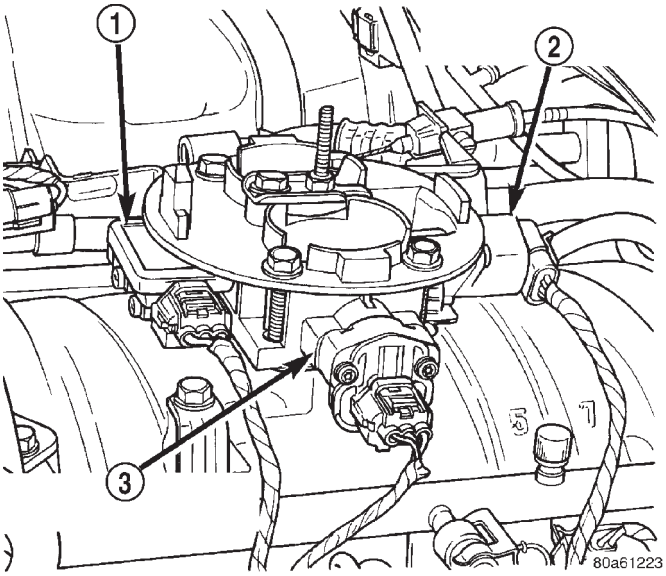
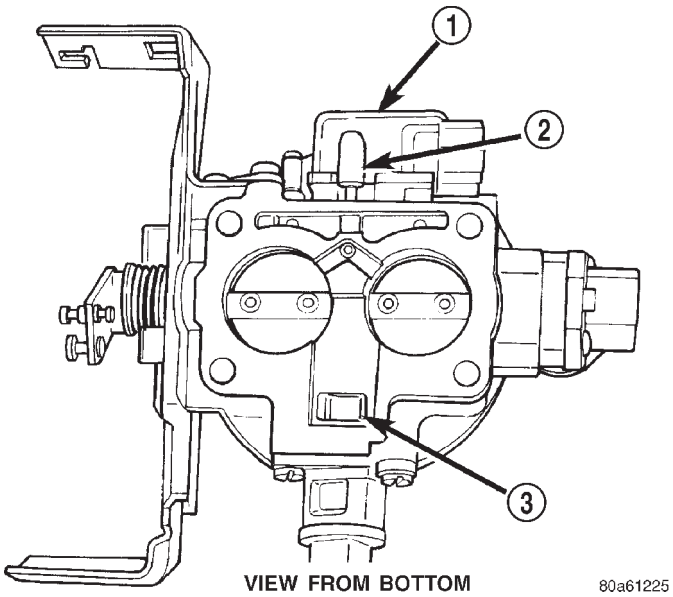

Fig. 6 Sensor and IAC Motor Location—Typical (V-8 Shown)
Fig. 7 Rubber L-Shaped Fitting—MAP Sensor-to-Throttle Body—5.9L Engines
(16) Verify that MAP sensor electrical connector is firmly connected to MAP sensor (Fig. 6). Also verify that rubber L-shaped fitting from MAP sensor to the throttle body is firmly connected (Fig. 7).
(17) Verify that fuel injector wire harness connectors are firmly connected to injectors in the correct order. Each harness connector is numerically tagged with the injector number (INJ 1, INJ 2 etc.) of its corresponding fuel injector and cylinder number.
(18) Verify harness connectors are firmly connected to idle air control (IAC) motor, throttle position sensor (TPS) and manifold absolute pressure (MAP) sensor (Fig. 6).